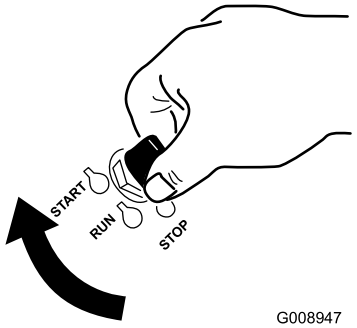

Figure 12
1. Turn the ignition key to the Start position (Figure 12). When the engines starts, release the key.
7. Turn the ignition key to the Start position (Figure 12). When the engines starts, release the key.